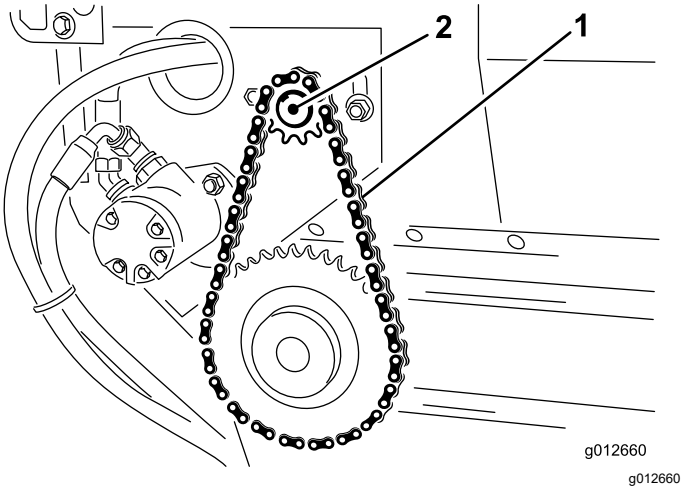

Figur 24
3. Løsne bolter og mutre som fester motor- og drevenheten til hovedrammen (Figur 24).
4. Roter motor- og drevenhet (Figur 24) i monteringssporene til båndkjedet gir etter 3,2 mm.
5. Stram monteringsboltene (Figur 24).